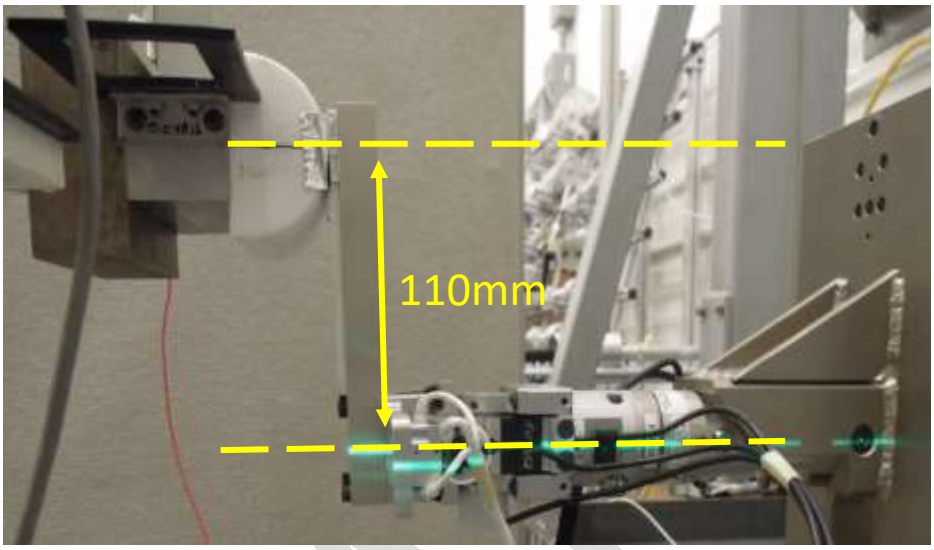

Figure 9-8. Set impact location for left inversion (or right eversion) test.
9.5.9 Adjust the position of the impactor such that the longitudinal centerline of the pendulum arm and the struck surface of the inversion/eversion bracket are vertical at impact, within ±0.5°, the center of the impactor is in line with the center of the inversion/eversion bracket, and the point of impact is 110.0 ± 2.5 mm (4.33 ± 0.1 in) above the ankle X-axis pivot point (Figure 9-8).